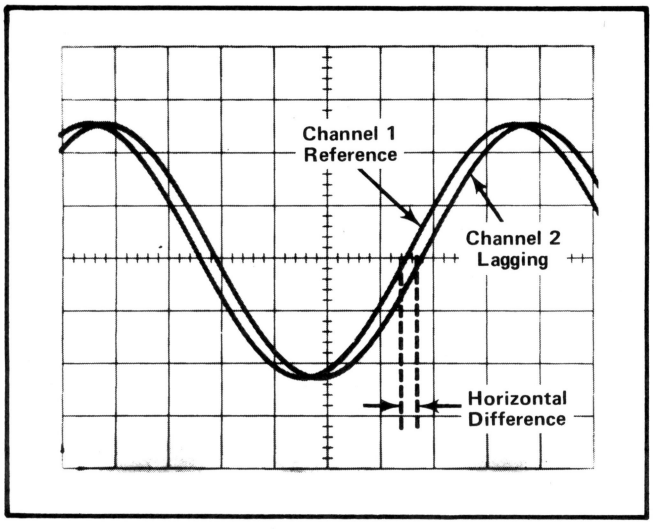
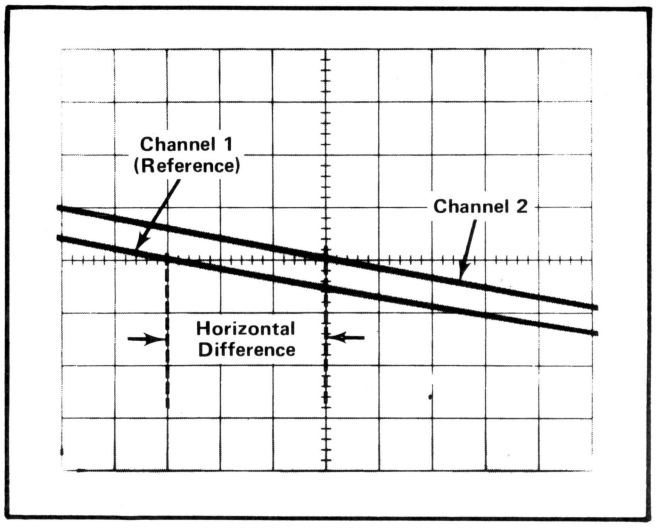

Fig. 1-6. Measuring phase difference between two signals.
Fig. 1-7. High resolution phase measurement using time-base magnifier.
8. Adjust the time-base Variable Time/Div control until one cycle of the reference signal occupies exactly eight horizontal divisions between the second and tenth vertical lines of the graticule (see Fig. 1-6). Each division of the graticule represents 45° of the cycle (360° ÷ 8 divisions = 45°/division). The sweep rate can now be stated in terms of degrees as 45°/division.
EXAMPLE: Assume a horizontal difference of 0.3 division with a sweep rate of 45°/division as shown in Fig. 1-6.
EXAMPLE: If the sweep rate is increased 10 times by the Magnifier, the magnified sweep rate is 45°/division ÷10 = 4.5°/division. Fig. 1-7 shows the same signals as used in Fig. 1-6 but with the Magnifier set to X10. With a horizontal difference of 3 divisions, the phase difference is: